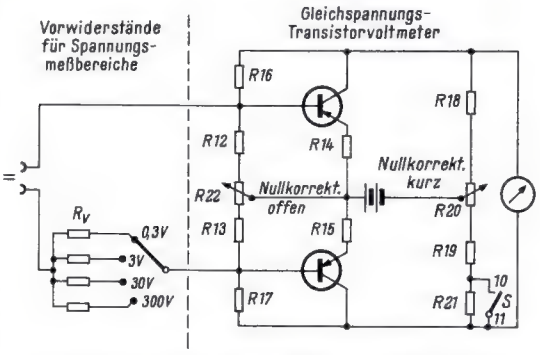

Bild 2. Prinzip des Gleichspannungsteiles; die Positionszahlen stimmen mit Bild 4 überein
Die Prinzipschaltung *Bild 2* enthält zwei Transistoren im Gegentakt. Sie sind mit den Kollektorwiderständen R 18 und R 19 zu einer Brücke angeordnet[1]). In der Diagonale von Kollektor zu Kollektor liegt das Anzeigeinstrument. Diese Brücke besitzt zwei Abgleichmöglichkeiten, R 22 im Basiskreis und R 20 im Kollektorkreis. Diese beiden Potentiometer werden bei der ersten Inbetriebnahme wechselseitig auf Nullausschlag des Instruments nach folgendem Schema abgeglichen:
2. Die beiden Basisanschlüsse in Bild 2 durch einen Kurzschluß verbinden. Die Basiselektroden haben dann gleiches Potential, Widerstand R 22 reagiert nicht, die Brücke wird mit R 20 abgeglichen und damit werden die beiden Kollektorkreise symmetriert.
Man kann Bild 2 als stabilisierten Gleichspannungsverstärker für das Drehspulinstrument auffassen. Dieses Instrument hatte im Modell 100 μA Vollausschlag. Mit dem Transistorvorsatz wurden nur noch 6 μA für den Vollausschlag benötigt. Der Verstärkungsfaktor ist also 100 : 6 ≈ 17fach. Er ließe sich noch höher treiben, wenn auf die Stabilisierung durch den Basisspannungsteiler verzichtet wird und die Widerstände R 12 und R 13 auf je 100 kΩ heraufgesetzt werden. Man kann dann Verstärkungen bis zum Faktor 100 erzielen, also mit 1 μA Strom im Basiskreis Vollausschlag am Instrument erreichen und bei Verwendung als Voltmeter Innenwiderstände von über 1 MΩ/V erzielen. Bei dem vorliegenden Modell, das für sicheren Nachbau gedacht ist, wurde jedoch von so extremer Bemessung abgesehen, weil sie wieder die Gefahr von Unstabilitäten bringt.
In Bild 2 beträgt bei einem Vorwiderstand R_V = 38 kΩ der Vollausschlag 0,3 V. Daraus kann man ersehen, wie gering die Spannung ist, die unmittelbar an den Transistoren liegt. Sie werden daher vollkommen linear ausgesteuert, und die Eichkurve ist streng geradlinig. Der Eigenwiderstand beträgt etwa 170 kΩ/V. Dies ergibt im 300-V-Meßbereich einen Wert von 50 MΩ, das ist höher als z. B. beim FUNKSCHAU-Röhrenvoltmeter M 561.
Beim Transistorvoltmeter läßt sich auf einfache Weise der Nullpunkt elektrisch in die Mitte verlegen, indem die Brücke unsymmetrisch abgeglichen wird. Dazu dient R 21 in Bild 2. Er ist normalerweise kurzgeschlossen. Öffnet man Kontakt S (Anschlüsse 10–11), so schlägt der Zeiger nach rechts aus und wird erstmalig mit R 21 auf Skalenmitte justiert. Man hat dann ein sehr hochohmiges Instrument zum Abgleichen des Nulldurchganges beim Ratiodetektor. Der Vollausschlag beträgt
Die einzelnen Funktionen der Schaltung Bild 4 lassen sich aus den Grundschaltungen Bild 2 und 3 gut erkennen. R 1...R 4 sind die Vorwiderstände für Wechselspannungsmessungen, R 5...R 8 die für Gleichspannungsmessungen. Der Rastenschalter mit 12 Stellungen und drei Ebenen gestattet einfache und schnelle Umschaltung der Bereiche. Die Widerstände R 20 zum Einjustieren der Nullstellung bei kurzgeschlossenem Eingang und R 21 zum Einstellen des Zeigers auf Skalenmitte sind Trimmpotentiometer. Sie werden nur erstmalig justiert. Dagegen ist der Widerstand R 22 von außen mit einem Drehknopf bedienbar, auch er braucht jedoch nur sehr selten betätigt zu werden.